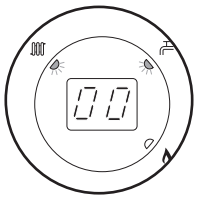

Fig. 86
6. The display will show '00', indicating maximum rate, then revert to 'P ' alternating with the current boiler temperature (Figs. 86, 87 & 88).